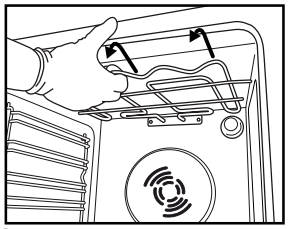
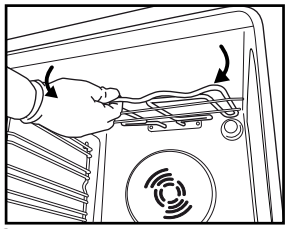

Рис. 4
Рис. 5
2. Слегка вытяните нагревательный элемент (Рис. 4) и опустите его (Рис. 5).